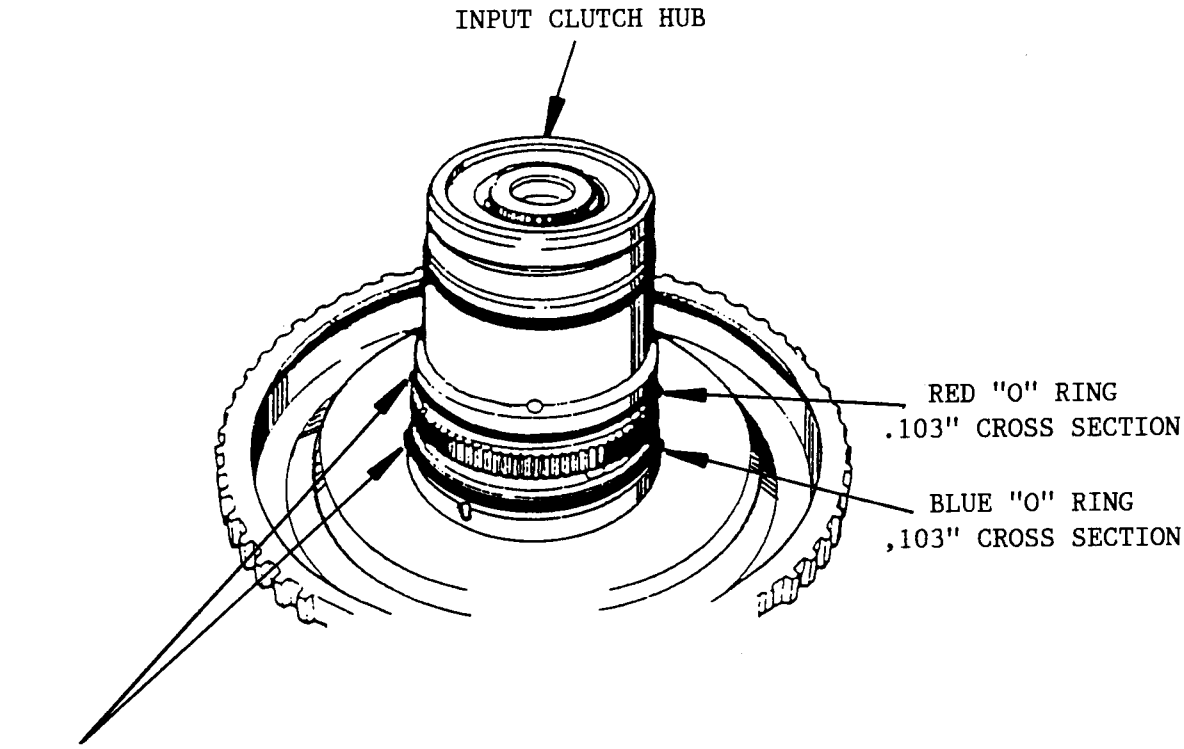

Figure 29
(1) INPUT CLUTCH HUB - The "O" ring grooves on the Input Clutch Hub are cut deeper to accomodate the larger cross section color coded "O" rings (See Figure 29).